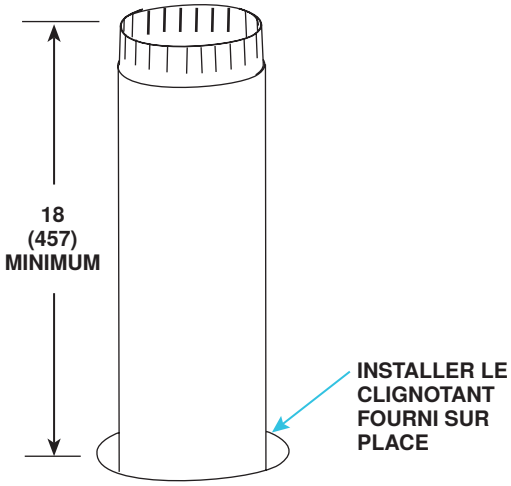

Figure 21. Conduite d'air de combustion à travers le toit
a. Insérez le tuyau d'air de combustion à travers le toit comme montré dans la **Figure 21**.